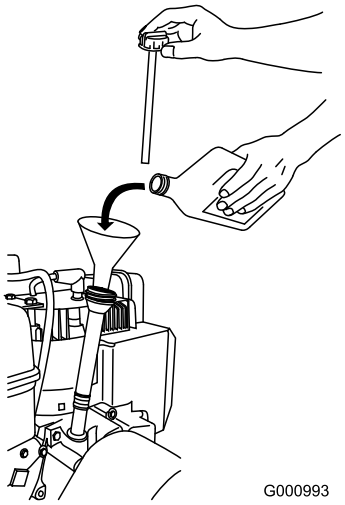

Figura 40
2. Rimuovete l'asta e controllate il livello dell'olio (Figura 40). Se l'olio non raggiunge la tacca Add, occorre rabboccare. Fate riferimento a Rabbocco dell'olio motore.